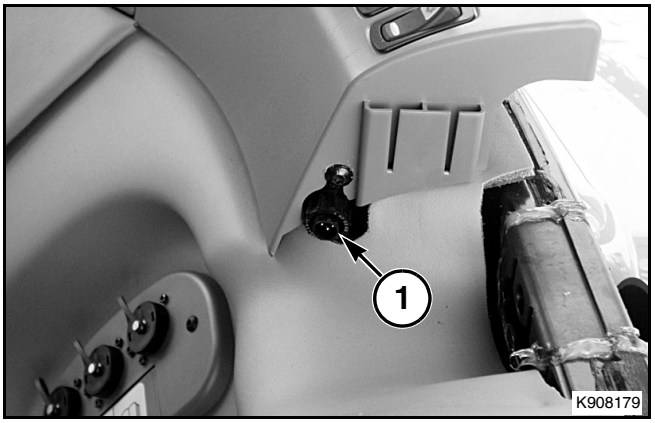

Рис. 129
Рис. 129: Некоторые электронные органы управления навесным оборудованием используют сигнал от радарного датчика. Для подключения навесного оборудования, для работа которого требуется сигнал, можно использовать четырехштырьковый разъем (1).